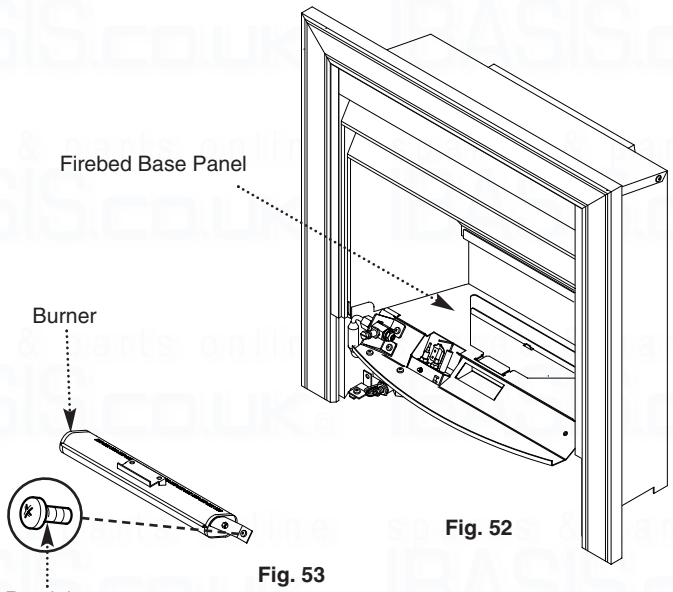

Fig. 52
1. Remove any deposits from the firebed base panel (Fig. 52).